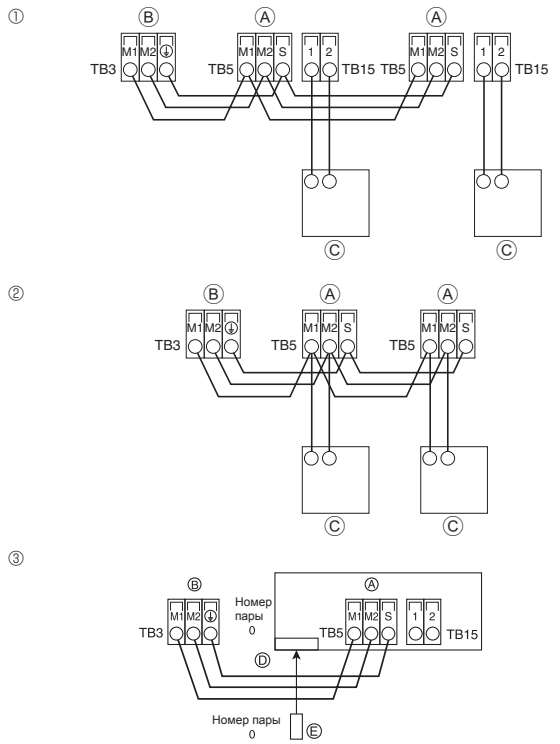

Fig. 6-3
6.4. Подсоединение пульта дистанционного управления, кабелей передачи внутри и снаружи (Fig. 6-3)